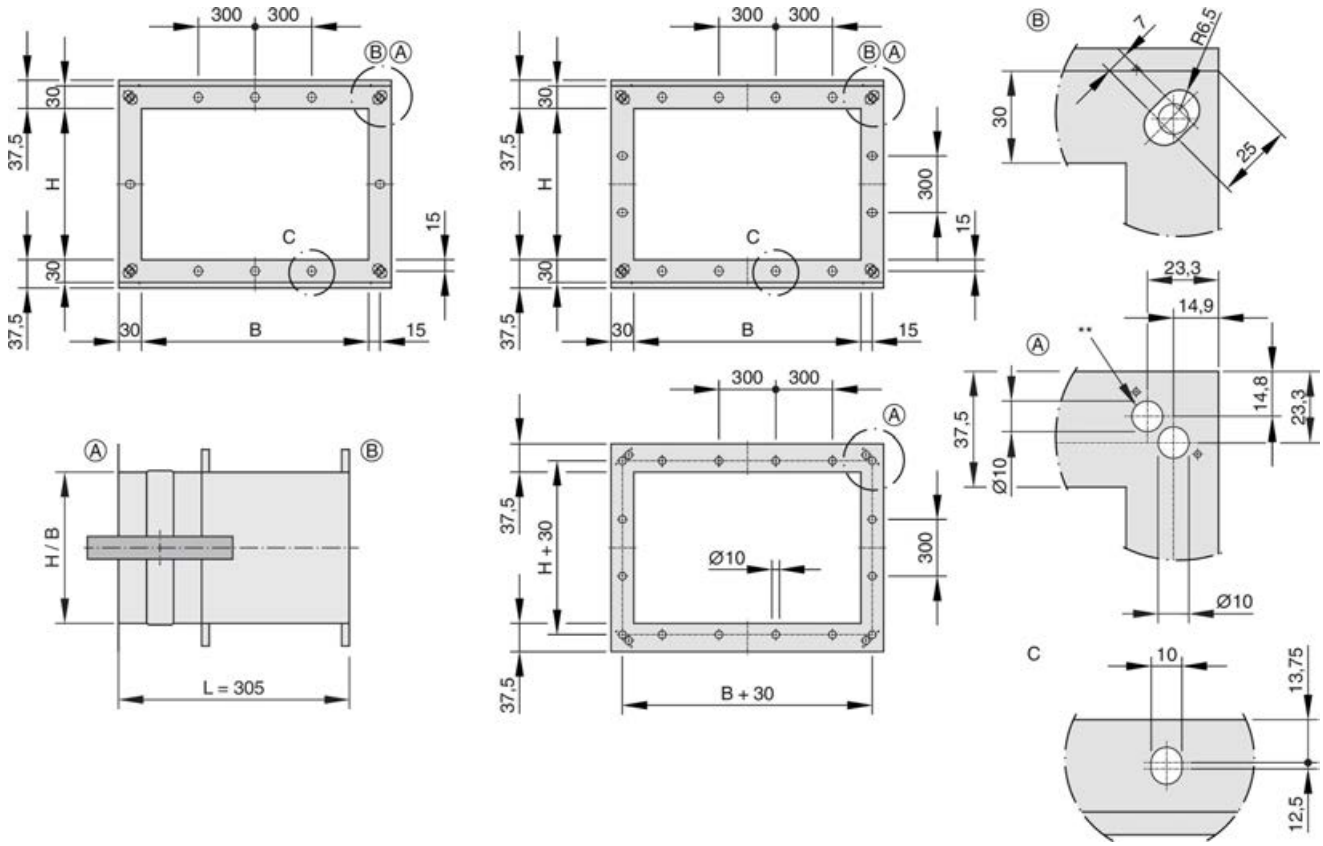

Fig. 3 : Perçage des brides L = 305 mm – nombres impair et pair de trous
- Dimensions de la bride pour L = 305 mm, voir Fig. 3 .